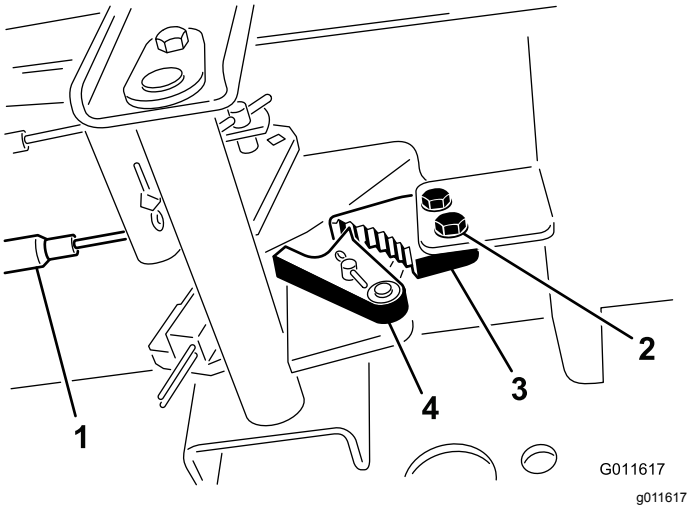

Figur 86
1. Løsne de to skruene som fester parkeringsbremsespaken til rammen (Figur 86).
2. Trykk parkeringsbremsepedalen fremover til bremsesperrehaken aktiveres fullstendig på bremsesperren (Figur 86).